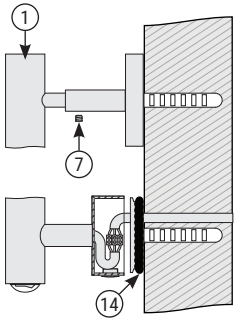

Рис.4
4.2.4. Произвести «черновой» монтаж полотенцесушителя, используя стопорные винты (рис. 4 «7»).
4.2.7. Заправить провода в коробку скрытого подключения (рис. 4).
4.2.8. Для повышения степени защиты произвести герметизацию шва силиконовым герметиком по контуру примыкания коробки скрытого подключения и стены (рис. 4 «14»).